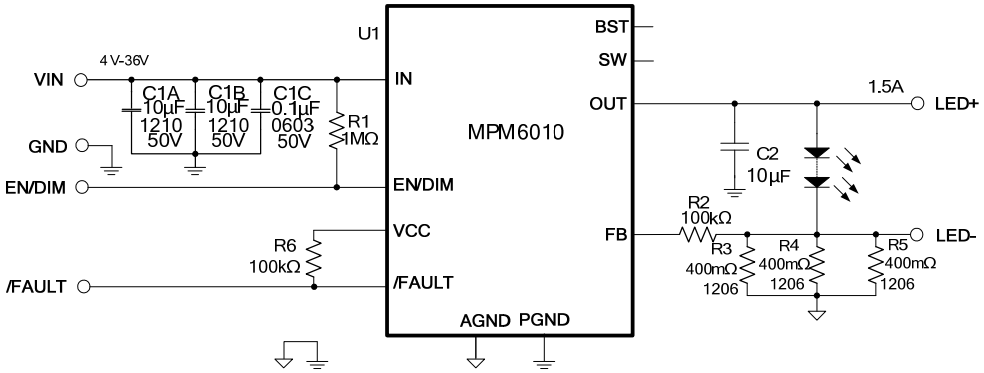

Figure 8: Typical Application Circuit for I_{LED} = 1.5A
7) The recommended layout is based on Figure 8.